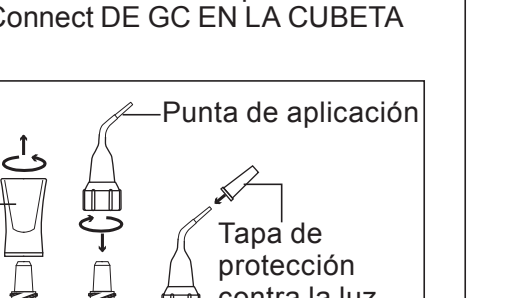

Fig. 1
1. Mantenga la jeringa en posición vertical y retire la tapa girándola en sentido antihorario (Fig. 1).